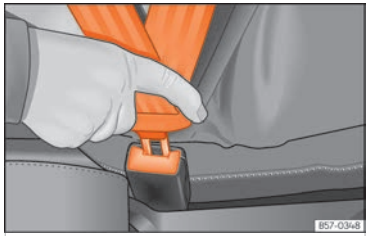

Fig. 20 Insert the latch plate of the seat belt into the buckle.
- Insert the buckle plate in the buckle of the correct seat ››› Fig. 20.